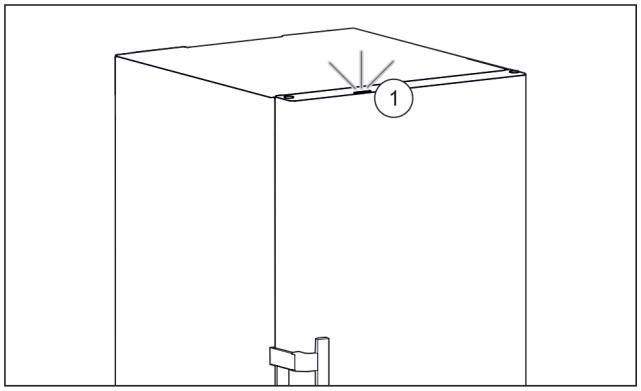

Fig. 61 Lumină de stare activă cu ușa închisă
▷ Lumina de stare *Fig. 61 (1)* este activată.